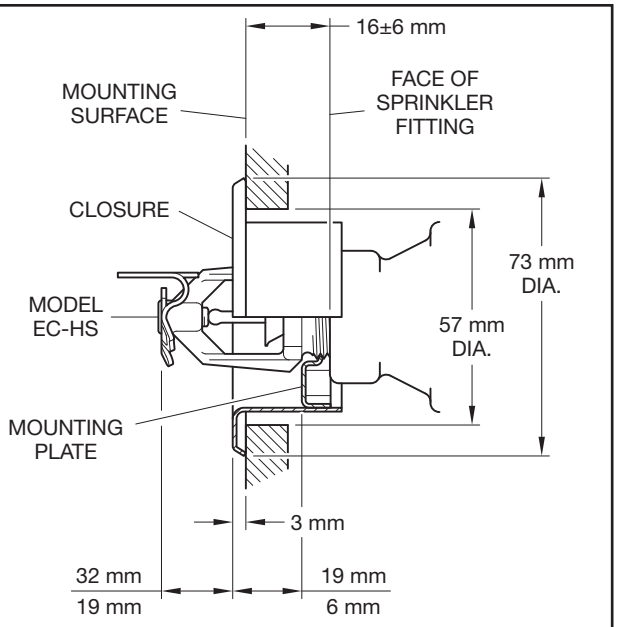

FIGURE 2
2. Installed with Style 10 recessed Escutcheon. See Figure 2.